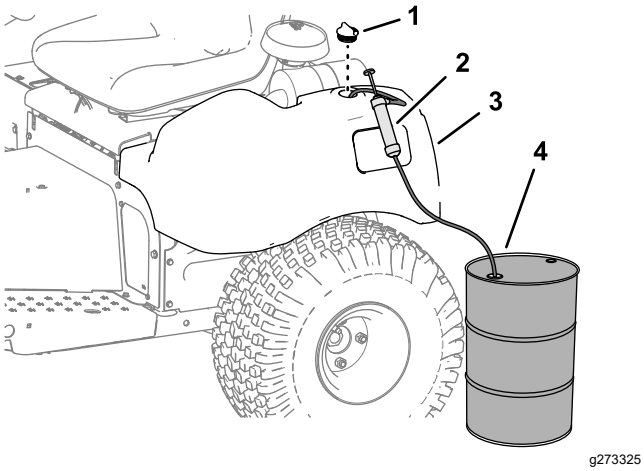

Figur 43
1. Fjern hætten fra hydraulikbeholderen (Figur 43).
2. Pump hydraulikvæsken ud af hydraulikbeholderen (Figur 43).